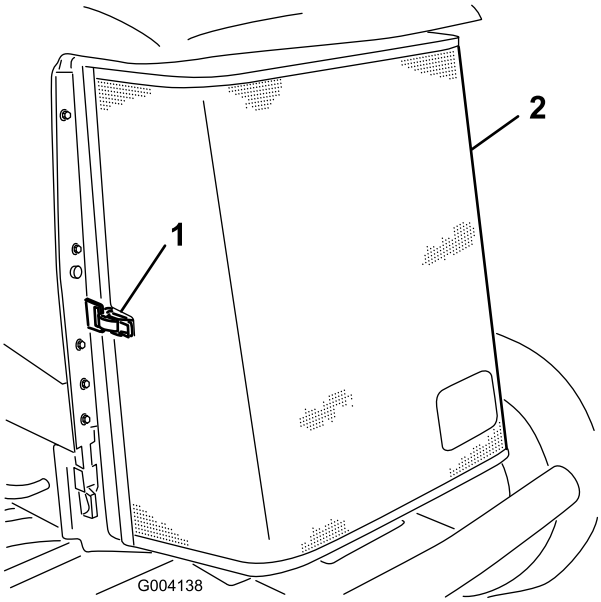

Figur 62
3. Lås opp klemmen og sving bakre skjerm åpen (Figur 62).